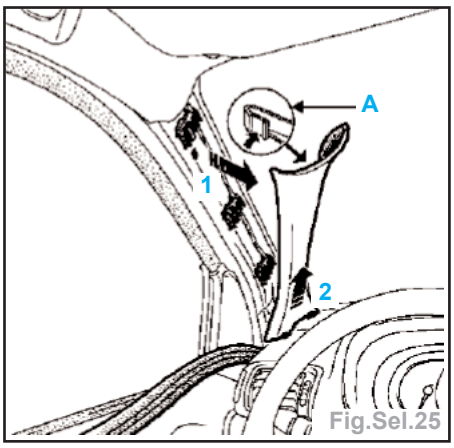

Fig.Sel.25
- Ecarter légèrement la garniture en partie sup. afin de presser le clip de maintien (**A**) (Fig.Sel.25).